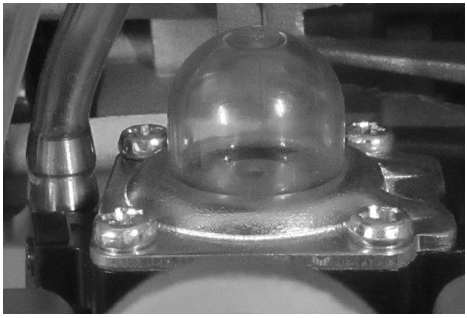

Рис. 5 Расположение ручного топливного насоса
3. Нажмите на ручной топливный насос 7-10 раз, до появления в нем топлива. Насос находится в нижней части карбюратора под корпусом воздушного фильтра (Рис. 5).